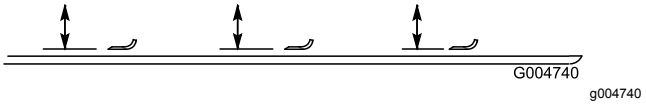

**Figur 108**
2. Drej kniven, indtil enderne vender fremad og bagud (Figur 108). Mål fra klippeenhedens indvendige skær til skæret foran på kniven. Husk dette mål.